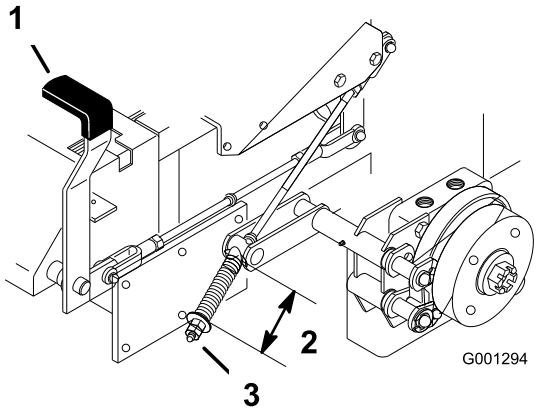

Figuur 59
2. Meet de lengte van de veer. De lengte tussen de ringen moet 64 mm zijn (Figuur 59).
3. Als de lengte moet worden afgesteld, draait u de contramoer onder de veer los en draait u de moer direct onder de gaffel aan (Figuur 59). Draai de moer totdat de lengte correct is. Draai de moer naar rechts om de veer korter te maken en naar links om de veer langer te maken.